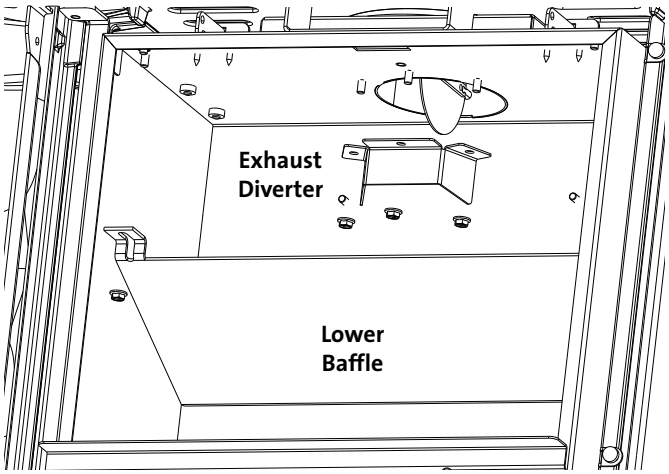

*Figure 7.5. **PROPANE ONLY:** Remove Lower Baffle to access and remove the Exhaust Diverter. Re-install the Lower Baffle.*
- Remove two, 6 mm nuts to detach the Lower Baffle assembly from the firebox. See fig. 7.5.
- Remove three 6 mm nuts to remove the Exhaust Diverter from the exhust outlet. Replace the nuts on the studs. See fig. 7.5.